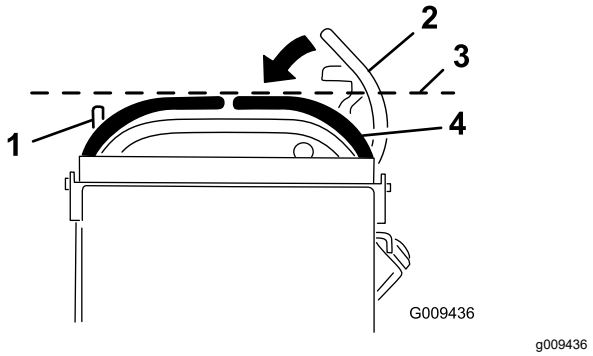

Figure 73
3. Abaissez les leviers de commande de déplacement hors de la position de VERROUILLAGE AU POINT MORT (Figure 73).
4. Vérifiez si le levier de commande de déplacement droit s'aligne horizontalement sur le levier de commande de déplacement gauche (Figure 73).